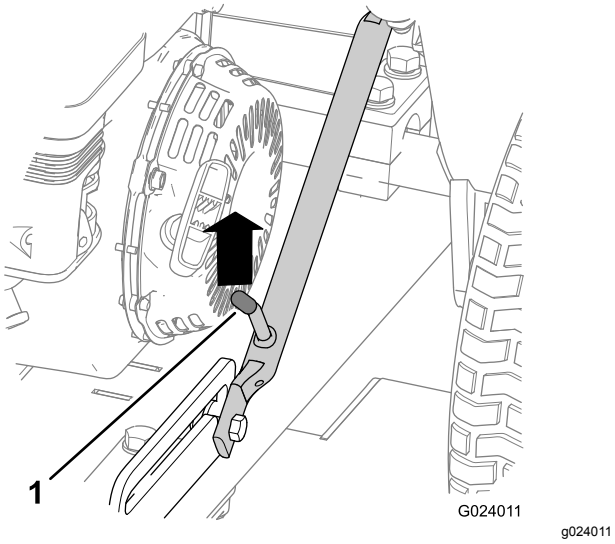
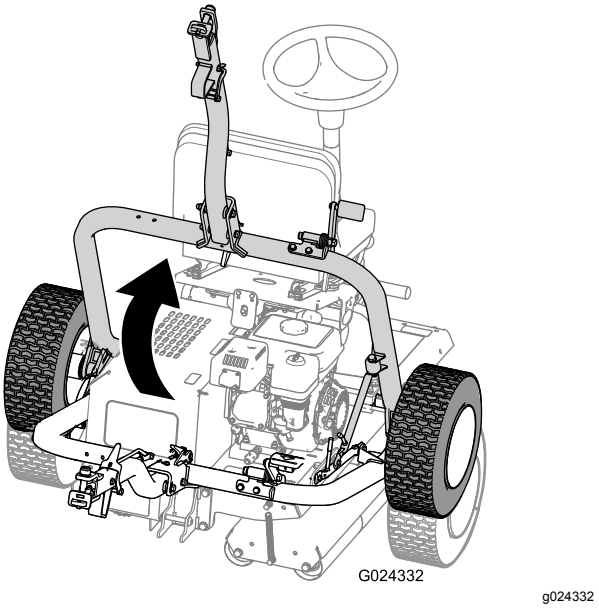

Figur 24
Figur 28
A. Skub op på bugsertræksamlingen, indtil låsegrebet kommer fri af låsen i slæden (Figur 24).
D. Hæv bugsertrækket (Figur 28), indtil låsegrebet kommer i låsen i slæden (Figur 24).